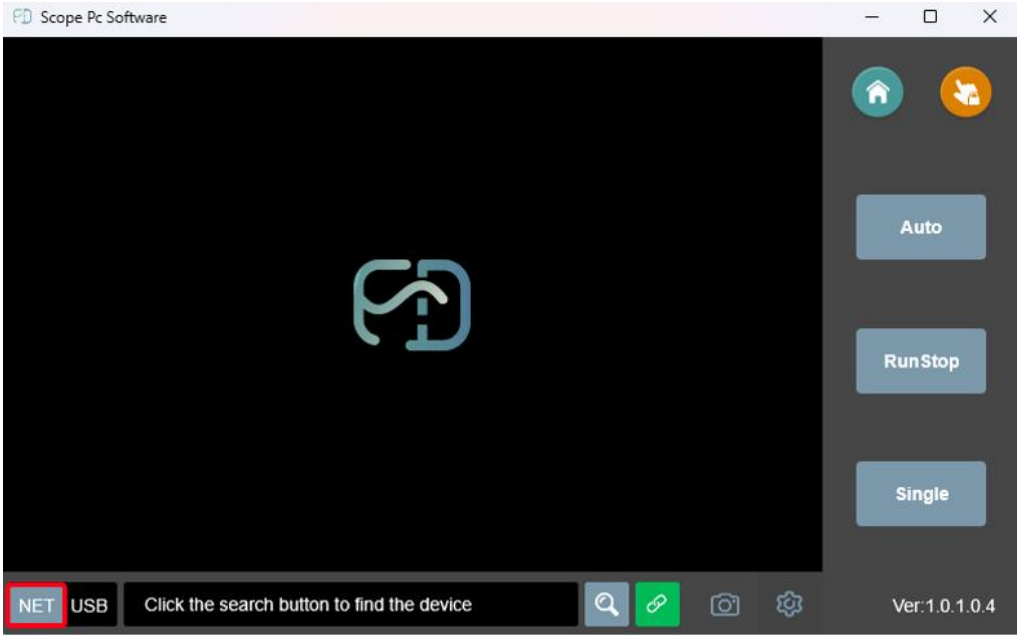

Figure 2-6
5、Under the host computer interface,click "**NET**" on the bottom left corner,make it gray highlighted,as shown in Figure 2-6.